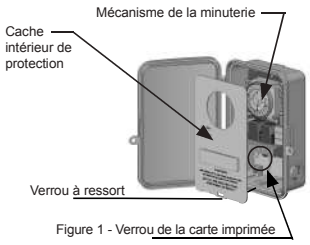

Figure 1 - Verrou de la carte imprimée
1. Ouvrez la porte et retirez le cache intérieur de protection en appuyant sur le verrou à ressort (voir la figure 1 ci-dessous).
2. Retirez la carte imprimée en appuyant sur le verrou à ressort qui maintient le bas de la carte (voir la figure 1 ci-dessous).